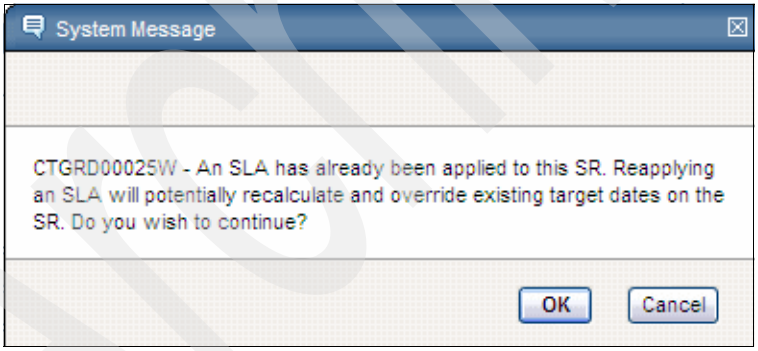

Figure 11-9 Re-apply SLA system message
Now go back to the SRRB01 Record under the Service Request (SP) application and Apply SLA again from the Select Action menu. You will get a System Message warning that any target date already calculated is lost, as shown in Figure 11-9. Click **OK** to continue.